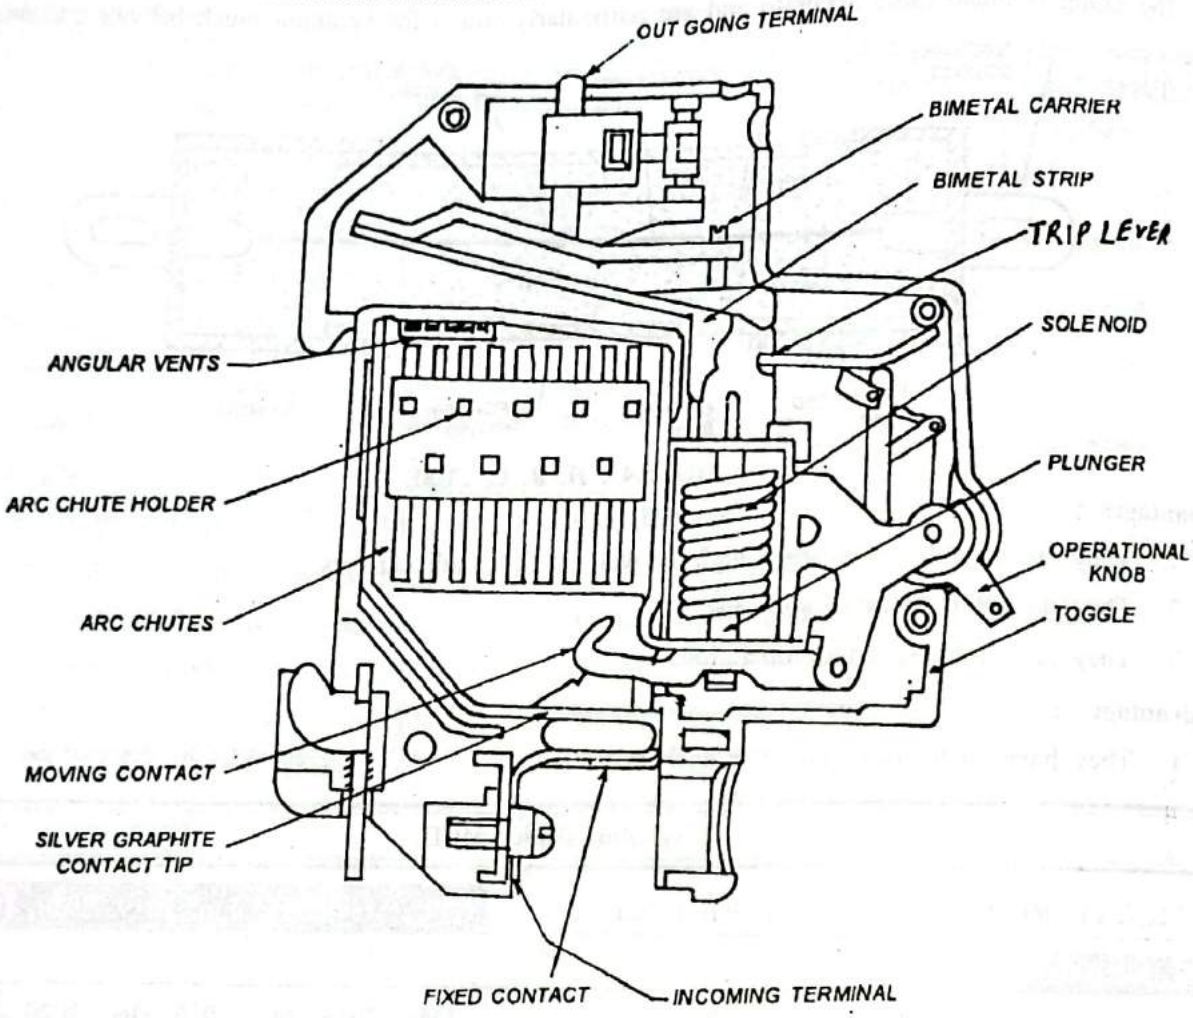

**FIG. 5.5 : TYPICAL MCB UNIT CROSS-SECTIONAL VIEW**
- Rapidity of the magnetic solenoid operation causes instantaneous opening of contacts. MCB with a cross–sectional view is shown in Fig. 5.5.